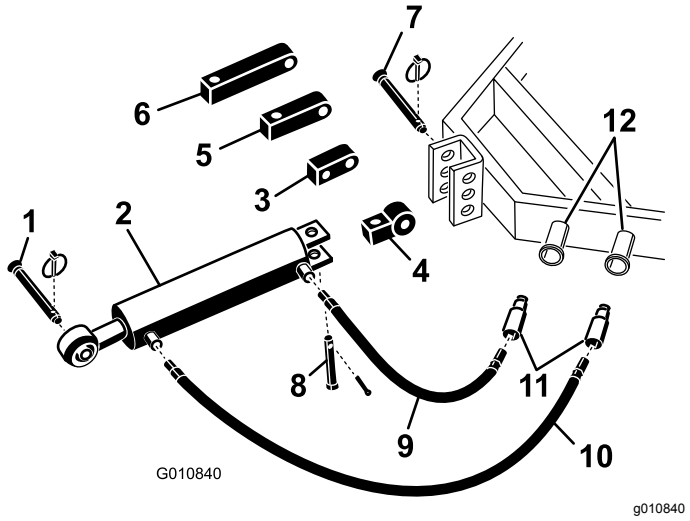

Figur 5
1. Fest enden av koblingsleddet til det hydrauliske toppleddet til traktoren, ved hjelp av tappene som følger med (Figur 5). Still inn det hydrauliske toppleddet, slik at stangenden peker mot luftemaskinen. Sylinderportene skal være rettet mot traktorens hydrauliske kraft.
Merk: Hvis den hydrauliske sylinderen må plasseres med portene vendt oppover, bruker du omdreiningsblokken istedenfor standard monteringsblokk for å stille inn sylinderen på nytt (Figur 5). En 90-graders hydraulikkoblingen kan brukes istedenfor omdreiningsblokken (festene medfølger ikke).
A. Fjern splinten og stiften som fester standard koblingsledd til sylinderen (Figur 5). Fjern tilkoblingsleddet fra sylinderen.
B. Fest omdreiningsblokken til sylinderen ved hjelp av tappene du allerede har fjernet (Figur 5).
2. Koble den 106 cm lange hydraulikkslangen til porten på det hydrauliske toppleddet som er nærmest luftemaskinen Figur 5. Påfør forseglingstape eller -middel for rørgjenger på slangegjengene for å hindre lekkasje.
3. Koble den 76 cm lange hydraulikkslangen til porten på det hydrauliske toppleddet som er nærmest traktoren (Figur 5). Påfør forseglingstape eller -middel for rørgjenger på slangegjengene for å hindre lekkasje.
forlengelsesblokk når du kobler sylinderen til traktoren (Figur 5).
A. Fjern splinten og tappen som fester standard tilkoblingsleddet til sylinderen (Figur 5). Fjern tilkoblingsleddet fra sylinderen.
B. Monter påkrevd forlengelsesblokk til sylinderen ved hjelp av tappene du allerede har fjernet (Figur 5).